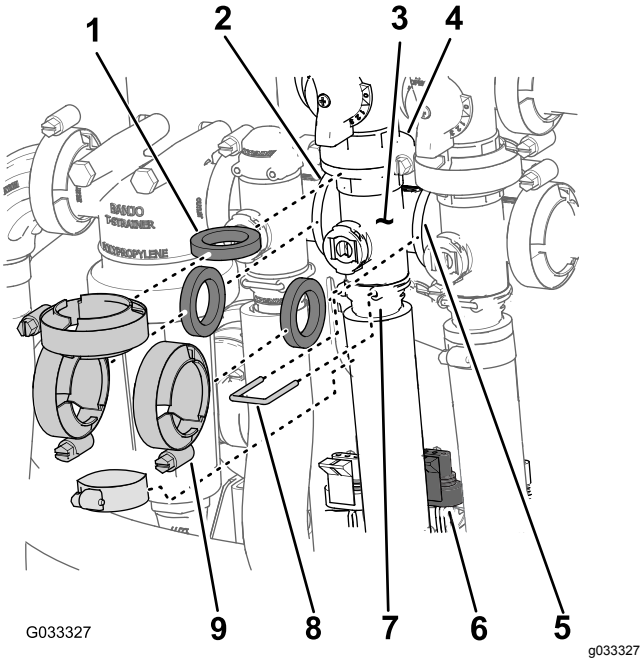

Figur 64
1. Fjern de klemmer og pakninger, der fastgør omrøringsventilens manifold (Figur 64) til omrøringsomløbsventilen, hastighedsreguleringsventilen, bommens hovedventil og adapterfittingen (omrøringens drosselventil).
2. Afmonter den holder, der fastgør udgangsstudsen til omrøringsventilens manifold (Figur 64).